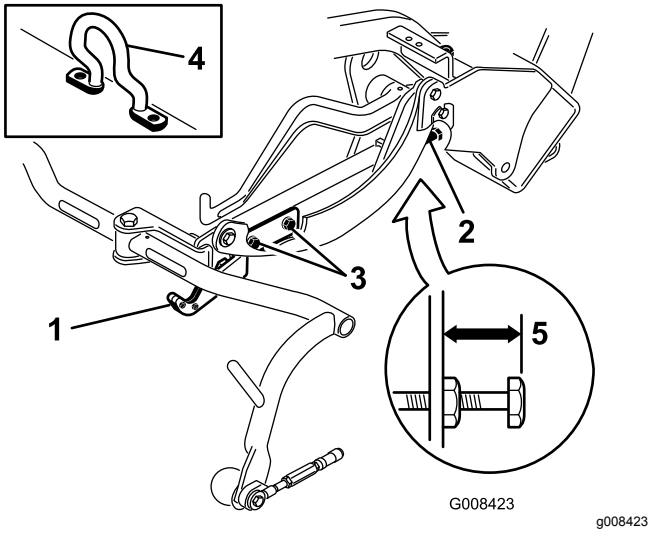
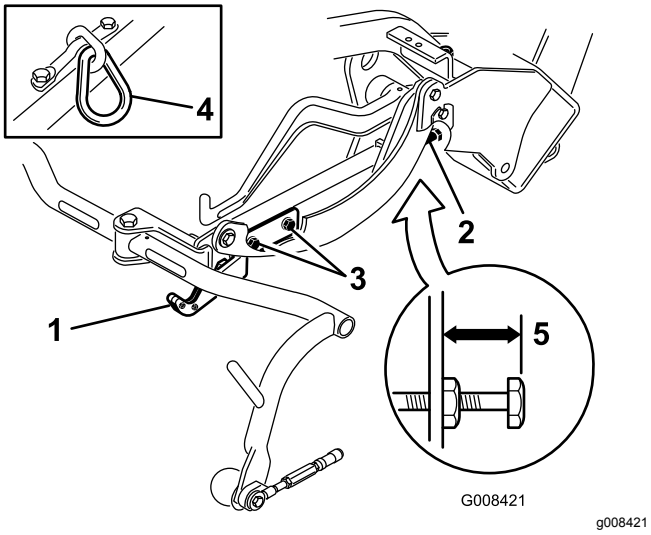
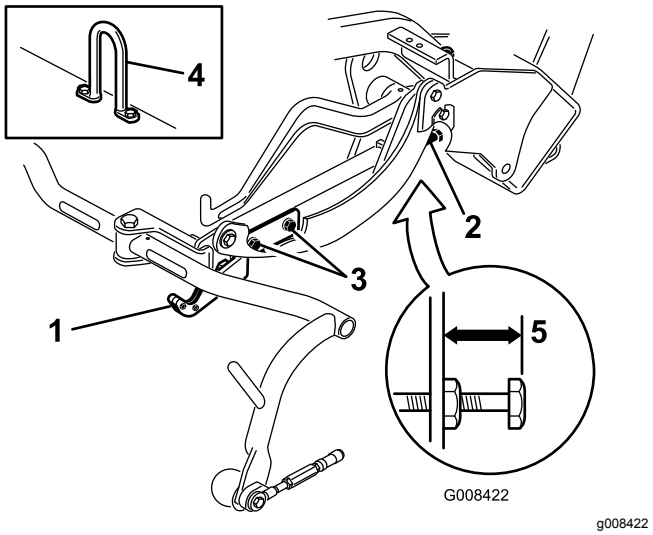

Figur 13
Figur 14
Figur 15
Kontroller transporthøjden (Figur 14 og Figur 15), og juster om nødvendigt.
2. På klippeenheder med en forskudt løftekrog (Figur 13, indsat) skal det kontrolleres, at afstanden fra toppen af bærerammens justeringsskrue til bagsiden af bærerammen er 25 mm. Fortsæt til trin 4, hvis afstanden ikke er 25 mm.
3. På klippeenheder med et kædeled eller en lige løftekrog (Figur 14 og Figur 15, indsat) skal det kontrolleres, at afstanden fra toppen af bærerammens justeringsskrue til bagsiden af bærerammen er 22 mm. Fortsæt til trin 4, hvis afstanden ikke er 22 mm. Hvis klippeenheden er udstyret med et forskudt løfteled (Figur 13), skal du gå videre til næste trin.
4. Løsn transportpladens monteringsskruer (Figur 14, Figur 15 og Figur 13).
7. Hvis bærerrammerne ikke har den samme højde, skal du løsne kontramøtrikken på bærerrammen, der justerer skruen (Figur 13, Figur 14 og Figur 15). Drej skruen udad for at hæve og indad for at sænke dem. Tilspænd kontramøtrikken, når du har opnået den rigtige højde.